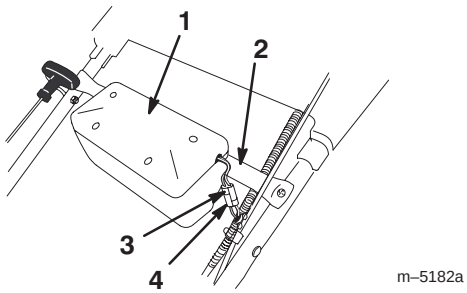

Bild 5
2. Fluchten Sie die Stifte am Batteriegehäuse mit den Löchern der Batteriehalterung aus und senken die Stifte so weit in die Löcher ab, dass das Batteriegehäuse in seinen Einbauplatz einschnappt (Bild 5).
3. Klemmen Sie das Batteriekabel am Kabelbaumstrang im gewellten Rohr (Bild 5) an.